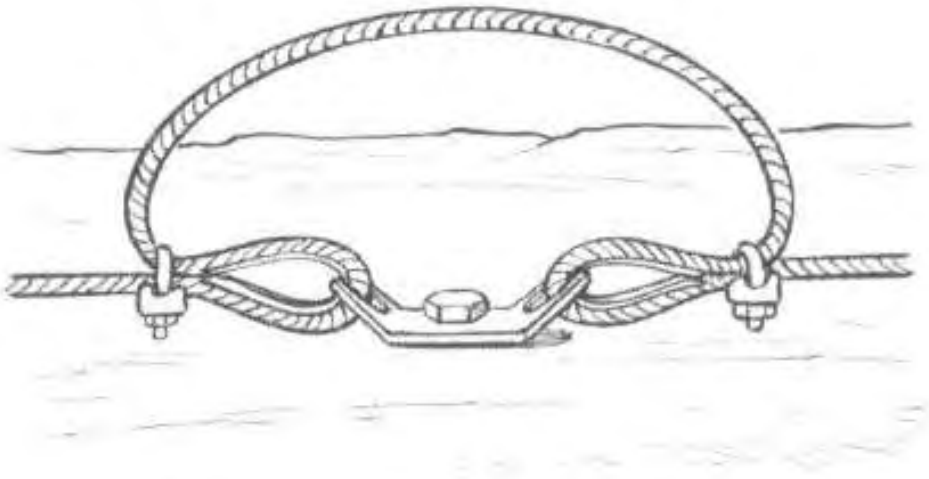

Fig. 100 – Anchor set along a wire cable traverse.
- Leave a slack loop between two contiguous cables to avoid having to cut them (see fig. 100).